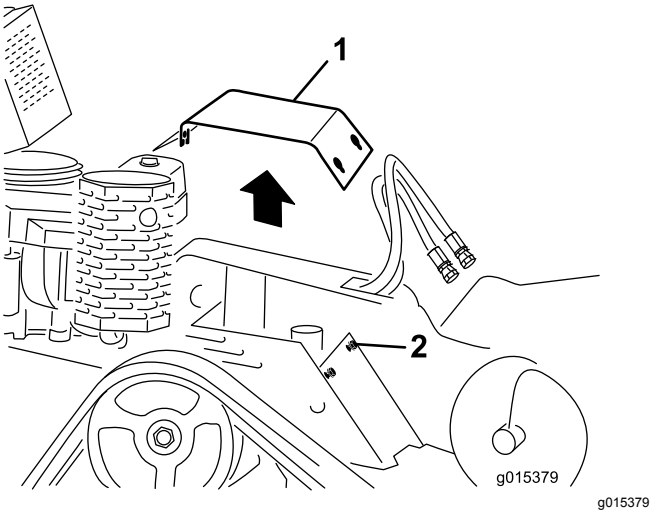

Figuur 25
3. Draai de 3 bouten waarmee de afdekplaat aan het frame bevestigd is één voor één los tot de plaat los is (Figuur 25).
2. Schuif de afdekplaat op haar plaats en bevestig met de 3 bouten die u eerder losgedraaid hebt (Figuur 25).